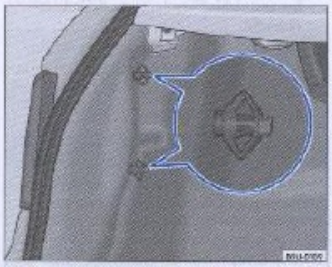

Fig. 146 Remoción de la luz trasera en la carrocería
– Suelte los tornillos mariposas ⇒ fig. 146 y renuévalos, agarrando, al mismo tiempo, el conjunto de las linternas.
– Instale los tornillos mariposas ⇒ fig. 146 y apriételos.